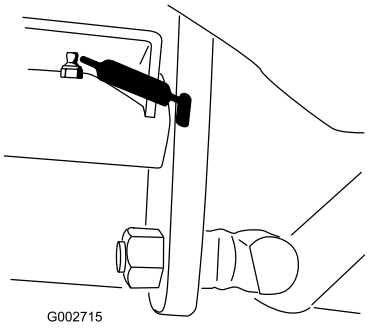

Figuur 22
- Draaipunt van tractiepedaal (1) (Figuur 22)